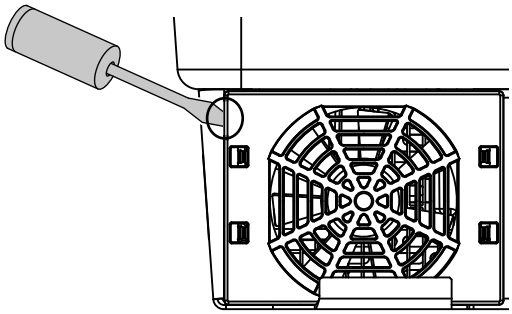

Fig. 63: Solte a grelha do ventilador
2. Desmonte o ventilador. Para tal, coloque uma chave de fendas na borda da grelha do ventilador e pressione levemente a grelha. **Fig. 63**